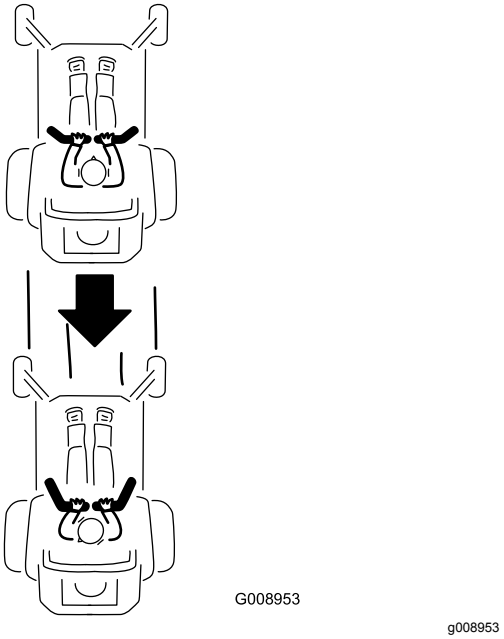

**Figuur 28**
2. Om achteruit te rijden, trekt u de rijhendels langzaam naar achteren (Figuur 28).